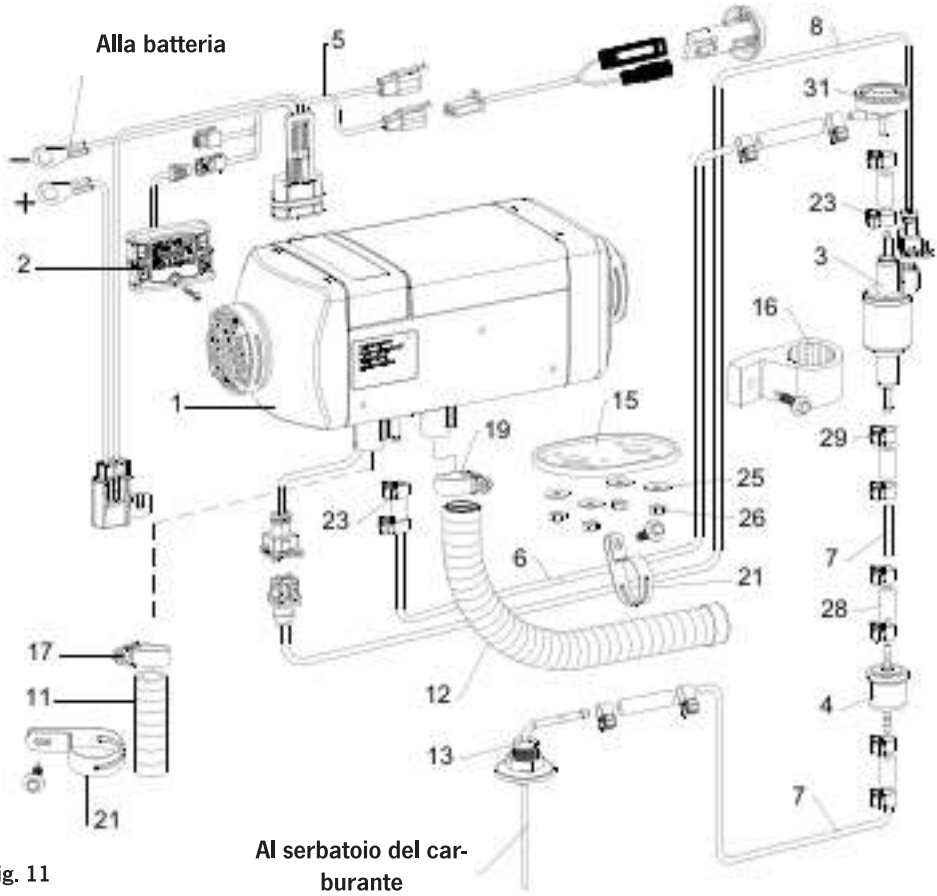

Fig. 11
26. VanHeat 2.0-DH | Informazioni sul prodotto| Lista delle parti di ricambio (Vedi Fig. 11)